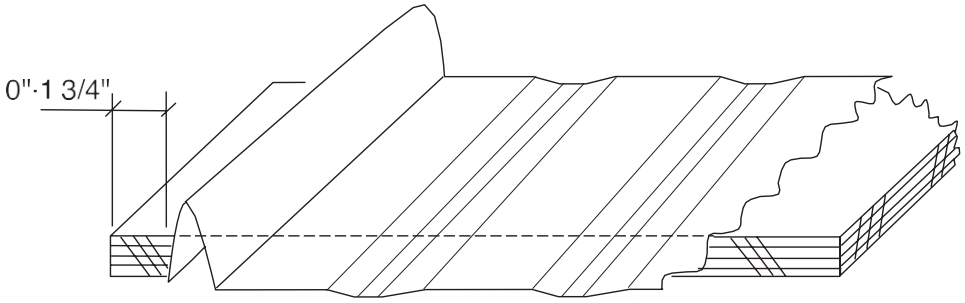

FIGURA 1
1. Alinee el borde hembra del primer panel con la línea de tiza que se trazó en el borde inclinado. Esta línea puede estar entre 0" y 1 3/4" de la cenefa. El panel debe sobresalir del alero 1 1/2". Consulte la Figura 1.